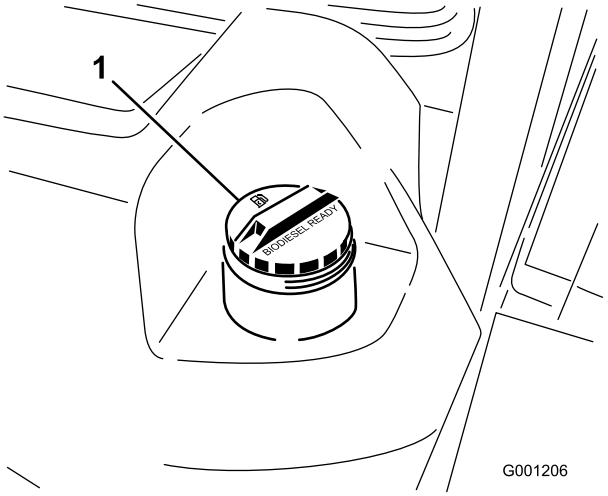

Figur 26
3. Fjern dækslet fra brændstoftanken (Figur 26).